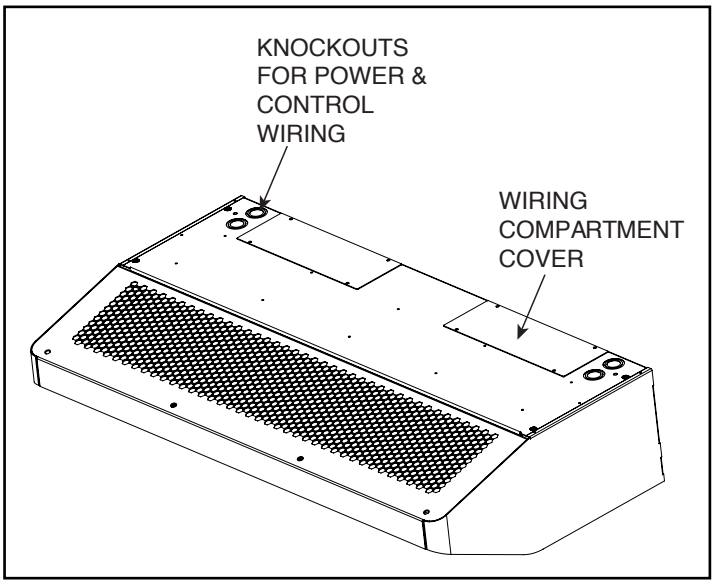

Figure 7 - Electrical Connections
A. A separate line voltage supply with a suitable branch circuit protection device should be run directly from the main electrical panel to the unit. A disconnect switch for each branch circuit is a required part of this installation. See the voltage label on the unit for circuiting and total electrical load. The wiring diagram is located in the wiring compartment, located on the top of the unit. ***See Figure 7.***
The heater circuit may be controlled by an optional remote thermostat or through the built-in Intelliswitch™ temperature probe located on top of the air curtain. Overheating protection is provided by auto reset thermal cutouts built into the heater coil assembly (see the wiring diagram attached to the screen in a small bag). ***See Figure 7.***